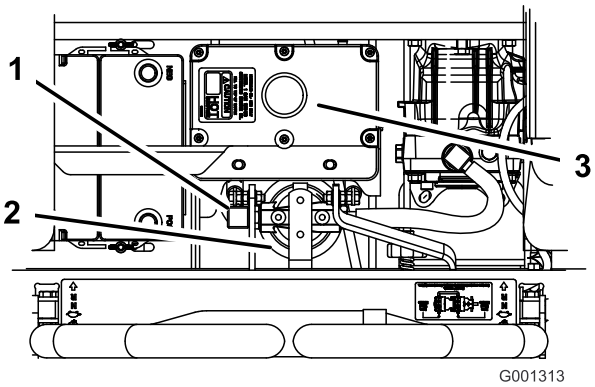

Figuur 74
4. Verwijder de rechter hydraulische leiding die naar het tussenstuk gaat (Figuur 74).
6. Monteer de rechter hydraulische leiding op het tussenstuk (Figuur 74).